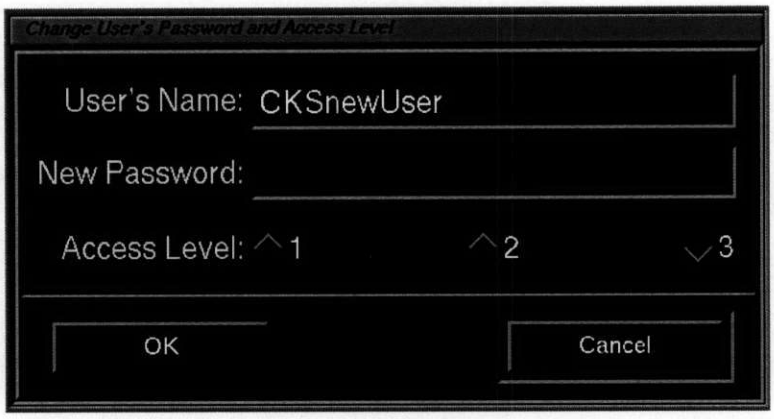

**Figure 2-18 Change User's Password and Access Level**
2. Click the **CHANGE** button. The CyberKnife Users window disappears and the Change User's Password and Access Level window *(Figure 2-18, Change User's Password and Access Level, Page 20)* appears. This window displays the user's name and access level.